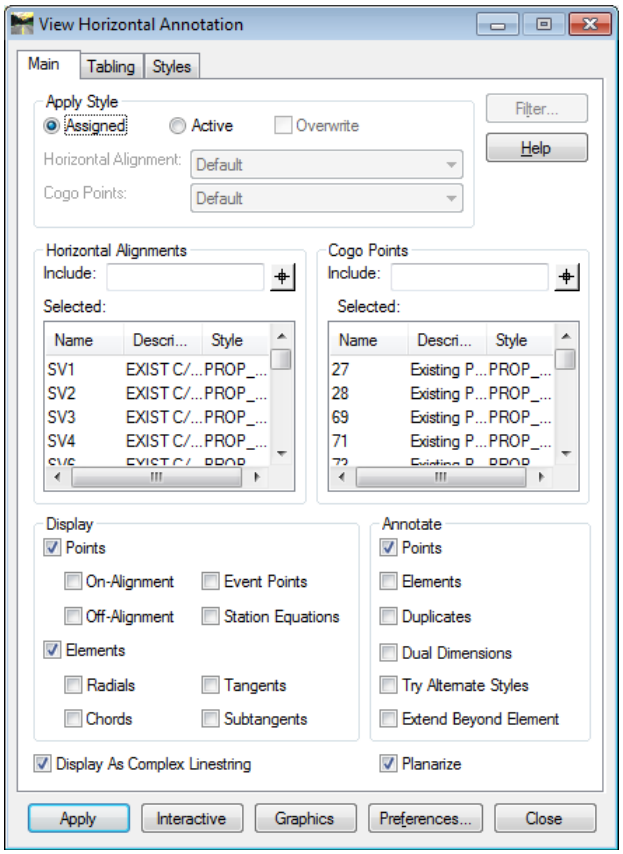

Figure L3-5 View Horizontal Annotation
11.	• Click in the **Cogo Points** '**Include**' field to activate the **Filter** button for the Cogo Points. • Click the **Filter** button to open the **Geometry Selection Filter** for the Cogo Points. • Click the **All** button to move all the points in the **'Available'** field to the **'Selected'** field. • Click **OK** to close the **Geometry Selection Filter** dialog and populate the **View Horizontal Annotation** frame's **Cogo Points** **'Selected'** field. • Verify your view matches that shown in *Figure L3-5*. *The Geometry Selection Filter lists all the Cogo Points in the Available field and allows the user to Filter data for viewing by several methods.*